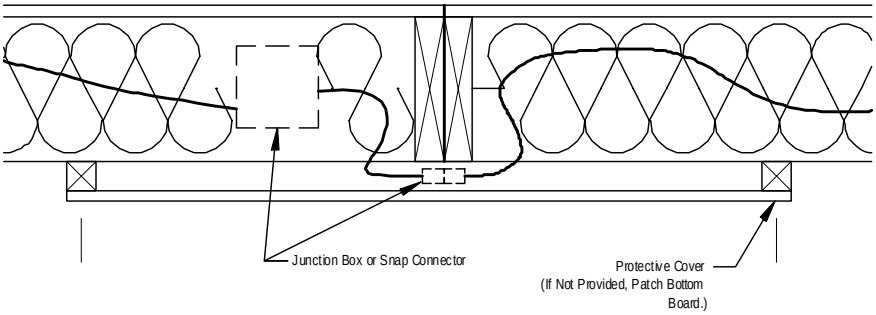

Figure 59. *Floor electrical crossover wires with bumped-out access panel*
2. **Route wires.** Pass the wires through predrilled holes or notches in the rim joist or if there is a single bumped-out access panel as in **Figure 59**, then under the rim joists. If holes or notches have not been provided and there is no bumped-out access panel, drill maximum one-inch diameter hole(s) half-way